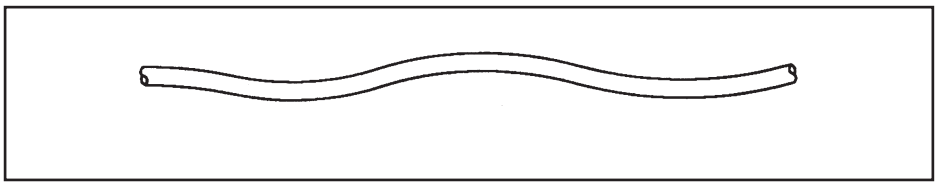

Figure 3.
- Une gaine vrillée. Reportez-vous à la figure 3.